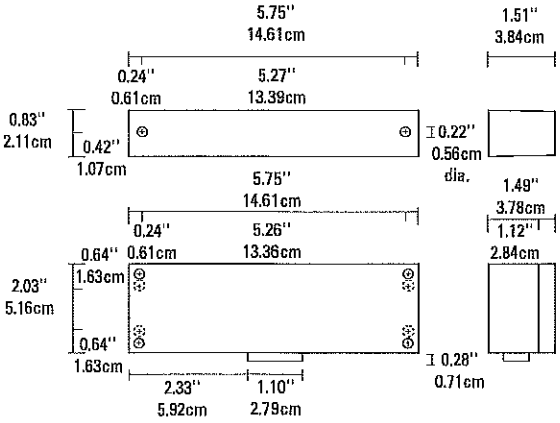

Figure 1
1. Position the switch and actuator so the labels are reading in the same direction. (See Figure 1.)